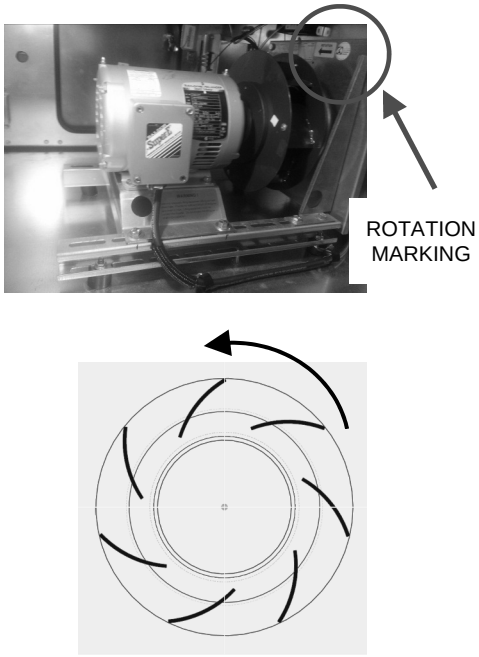

**Fig. 17 — Fan Wheel Rotation**
4. Check direction of rotation (see Fig. 17). Arrow on drive side of fan housing indicates correct direction of rotation.